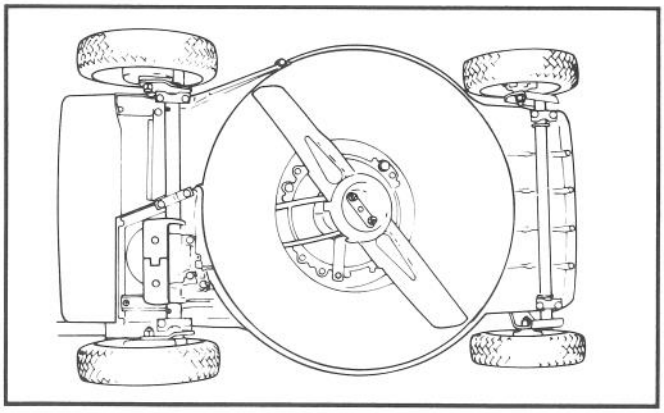

Afbeelding 27
3. Leg de maaier op zijn linkerzijkant (Afb. 27). Pas op dat het mes niet draait. Dit kan tot problemen bij het starten leiden.